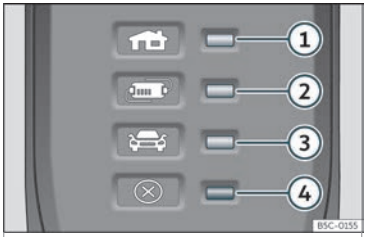

Abb. 195 Am Ladekabel für Netzsteckdosen: Kontrollleuchte in der Schutzeinrichtung.
››› **Abb. 195**:
Durch die elektronische Schutzeinrichtung ››› **Abb. 195** ist der Ladestecker so lange stromlos, bis er in die Ladedose des Fahrzeugs gesteckt wurde.
Eine oder mehrere Kontrollleuchten ››› **Abb. 195** ①, ② oder ③ leuchten grün.
Hinweis ››› Abb. 195	Bedeutung
Wenn die Warnleuchte ④ rot blinkt oder leuchtet, ohne dass eine der Kontrollleuchten››› **Abb. 195** ①, ② oder ③ der Betriebsanzeige dauerhaft leuchtet, liegt eine Störung vor.